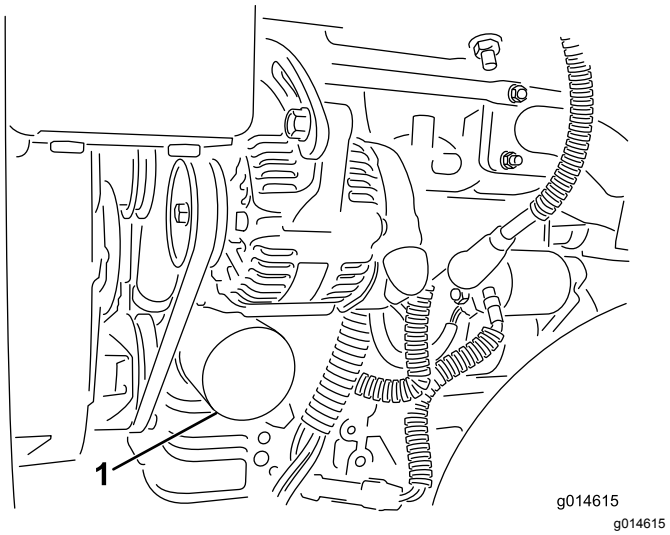

Figur 29
2. Ta av oljefilteret (Figur 29). Stryk et tynt lag med ren olje på den nye filterpakningen.